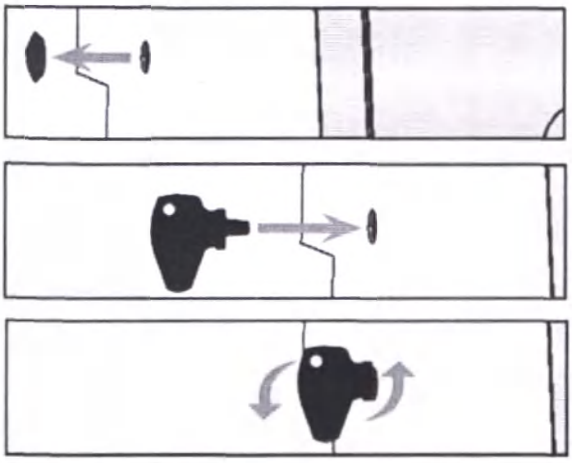

РИС. 44 – ИСПОЛЬЗОВАНИЕ КЛЮЧА ДЛЯ АВАРИЙНОГО СНЯТИЯ
2. Отключите защитную блокировку дверцы рабочей камеры как показано на рисунке (Рис. 44 – на противоположной странице):